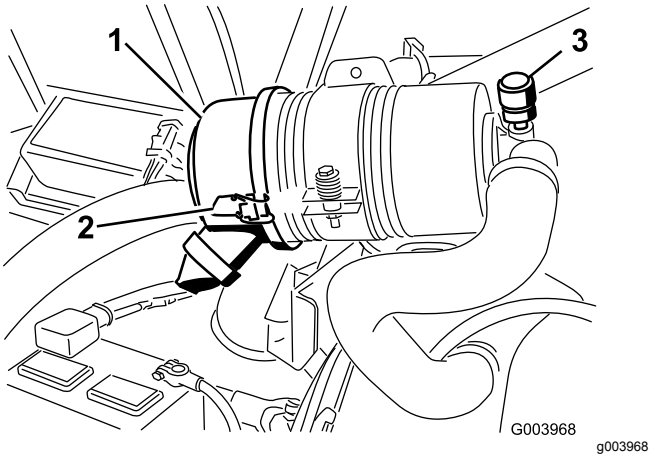

Figur 46
Efterse kun luftfilteret, når serviceindikatoren (Figur 46) viser, det er nødvendigt. Hvis du udskifter luftfilteret, før det er nødvendigt, øger du blot risikoen for, at der kommer snavs ind i motoren, når filteret afmonteres.
1. Åbn låsene, der fastgør luftfilterdækslet til luftfilterhuset (Figur 46).